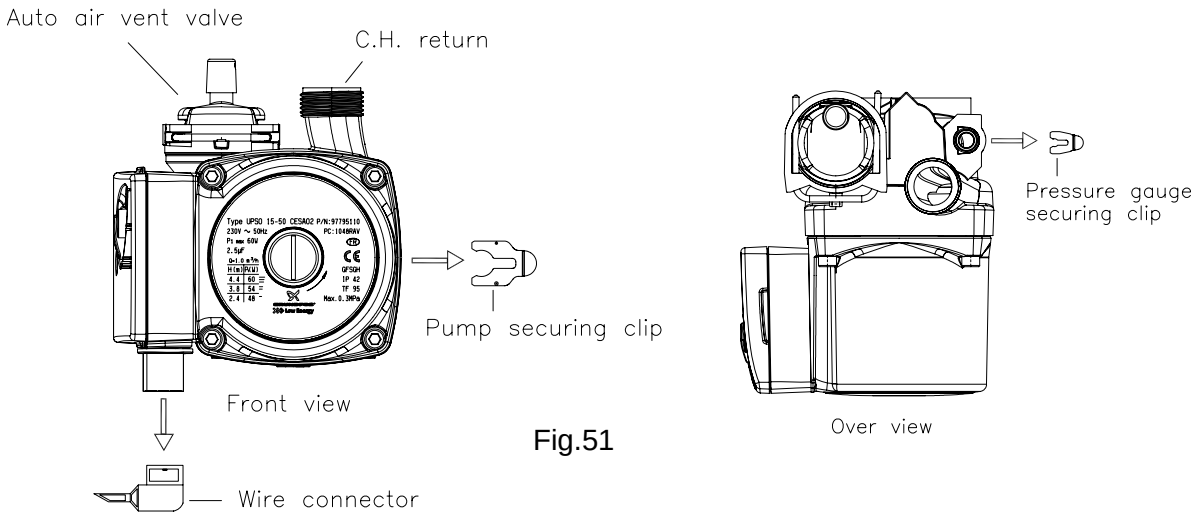

Fig.51
8.11 TO REMOVE/REPLACE PUMP (Fig.51).
8.11.4 Remove the securing clip at the pump manifold (Fig. 51).
8.11.5 Remove the securing clip that fastens the pressure gauge to the pump. (Fig. 51).
8.14 TO REMOVE/REPLACE AUTOMATIC AIR VENT (Fig. 51).
8.26 TO REMOVE/REPLACE THE WATER PRESSURE GAUGE (Fig. 51).
8.26.3 Close the on/off valves for the heating circuit and drain the water at the drain point Fig.35. Remove the retaining clip on gauge pipe Fig. 51.